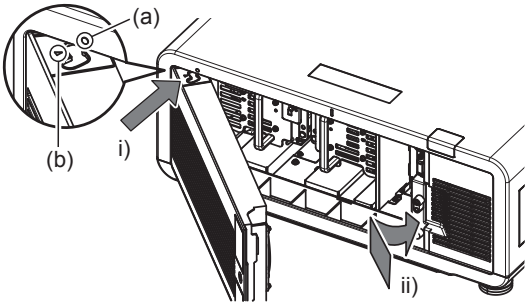

Abb. 2
4) Bringen Sie die Lampenabdeckung an. (Abb. 2)